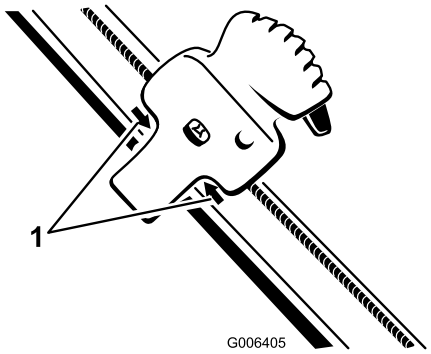

Figur 39
2. Placer Quick Shoot-styringen mellem de to pile placeret på højre side af det øvre håndtag (Figur 39).